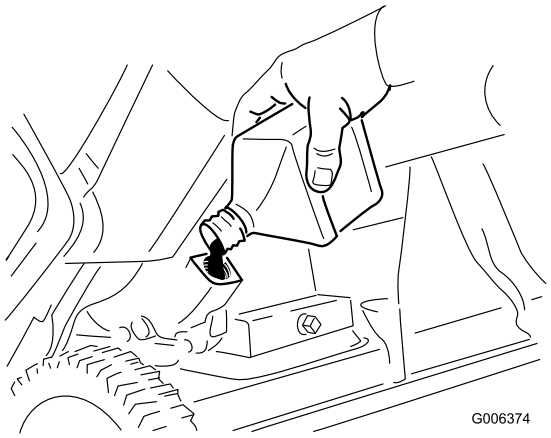

Rysunek 32
8. Po ustawieniu maszyny w pozycji roboczej **ostrożnie** wlej olej do zbiornika oleju. Odczekaj 3 minuty, a następnie uzupełnij poziom oleju do punktu przelewu (Rysunek 32).